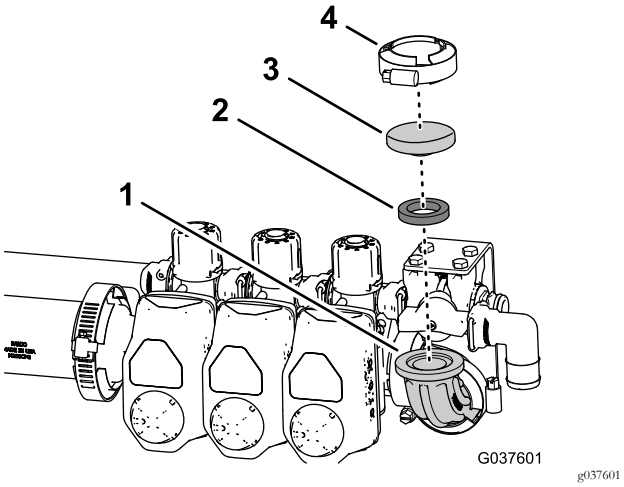

Figuur 46
1. Lijn de pakking – 25 x 35 mm en de dop – 52 mm uit met de flens van de knie van 90° (Figuur 46).
2. Bevestig de pakking en de dop aan de knie; gebruik hierbij de flensklem – 40 tot 64 mm zoals afgebeeld in Figuur 46.